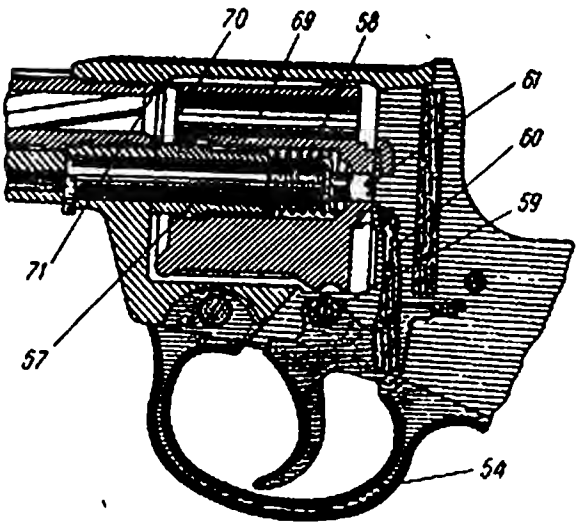

Рис. 23
2. Искривление спусковой скобы (*54* на рис. 23).
положение под действием пружины трубки. Причины неотхода барабана назад: 1. Помятость подвижной трубки барабана (*57* на рис. 23). Отделить трубку от барабана и посмотреть, нет ли на ней вмятин, затрудняющих ее движение в канале барабана. Трубка барабана должна свободно вставляться в канал барабана и иметь в чем легкое вращение.	Выправить подвижную трубку барабана (карта 17). Если правкой устранить неисправность подвижной трубки нельзя, — заменить ее запасной.
2. Излом пружины подвижной трубки барабана (*58* на рис. 23). Отделить и осмотреть пружину. Пружина трубки барабана должна энергично отводить барабан назад и иметь семь полных рабочих витков. Длина ее в свободном состоянии должна быть не менее 27 *мм*.	Поломанные и осевшие пружины заменить новыми из числа запасных.
Заклинение барабана при повертывании Действием на хвост спускового крючка проверить повертывание барабана и выявить, нет ли при этом заклинения. Причины заклинения барабана: 1. Смятие или износ выступа спускового крючка (*59* на рис. 23).
2. Несоответствие собачки по ширине (*60* на рис. 23). Проверить резким взведением и спуском курка с шатуна. При резком действии на хвост спускового крючка барабан должен повертываться без признаков заклинения.	Подобрать собачку меньшей толщины. При этом проверить совмещение камор барабана с каналом ствола. Способ проверки — см. «Затруднительная постановка курка на боевой взвод», причина 1, стр. 14.
3. Смятие зуба храпового колеса (*61* на рис. 23). Осмотреть храповое колесо барабана и проверить повертывание барабана на зубе храпового колеса, имеющем смятие. Барабан при взведенном курке должен иметь незначительное круговое шатание.	Осторожно подчистить трехгранным надфилем наплыв металла на смятом зубе храпового колеса и проверить повертывание барабана.
Затруднительное извлечение стреляных гильз из камор барабана Выявить при извлечении стреляных гильз. Гильзы при выталкивании должны свободно, от усилия руки, извлекаться из камор барабана. Причины затруднительного извлечения стреляных гильз из камор барабана: 1. Раковины или глубокие следы ржавчины в каналах камор барабана (*69* на рис. 23). Осмотреть каналы камор барабана. Каналы камор барабана должны быть чистыми и не иметь следов поражения, затрудняющих выталкивание гильз после стрельбы.	При наличии раковин или глубоких следов ржавчины, затрудняющих извлечение гильз, заменить барабан (карта 10).
2. Забоины на краях камор (*70* на рис. 23). Осмотреть барабан и выявить, нет ли забоин на передних краях его камор.	Удалить забоины с подчисткой подъема металла шабером или круглым надфилем, не трогая основной поверхности.
3. Износ стенок устья канала ствола (*71* на рис. 23). Осмотреть дульца гильз в барабане после стрельбы и выявить, не имеют ли они раздутия, затрудняющего извлечение гильз из камор барабана.	При износе устья канала ствола, вследствие которого дульце гильзы уширяется после выстрела так, что по диаметру превышает диаметр камор барабана, заменить револьвер.